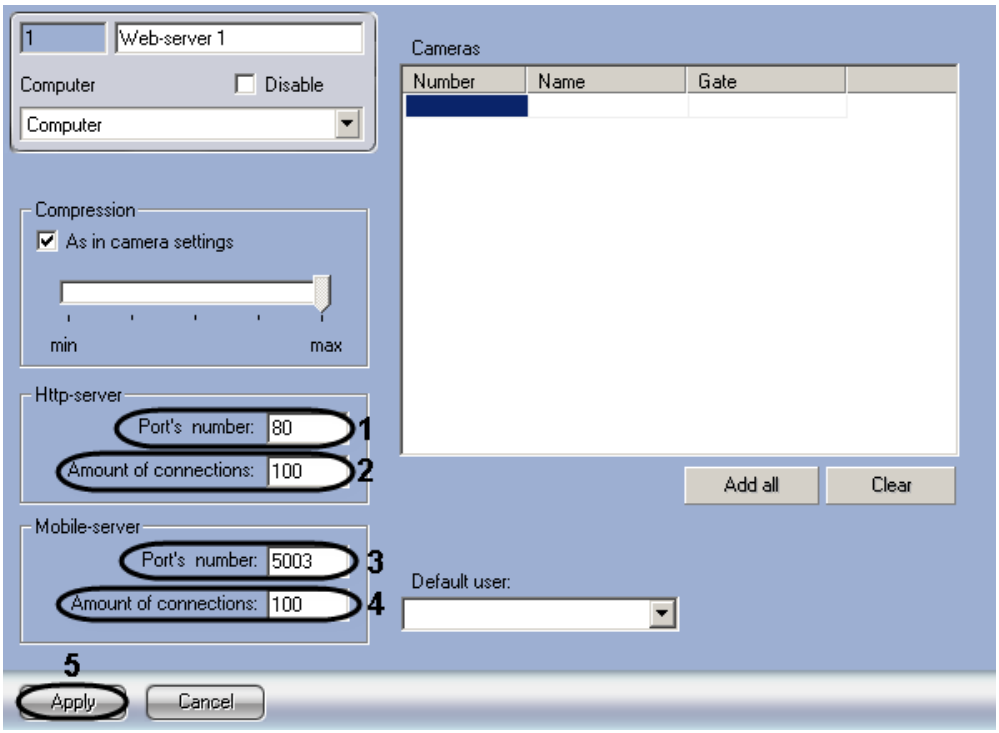

Figure 8.16-5 Setting the parameters of connecting Clients to the Web-server
1. In the “Port’s number” field of the “Http-server” group specify the number of the port to connect to Http-server (Figure 8.16-5, 1).
2. In the “Amount of connections” field of the “Http-server” group specify the maximum permissible simultaneous connections to Web-server via Http protocol (Figure 8.16-5, 2). The less there are connections, the less Server load is. This parameter is selected experimentally.
3. In the “Port’s number” of the “Mobile-server” group specify the port number to connect to the Mobile-server (Figure 8.16-5, 3).
4. In the “Amount of connections” field of the “Mobile-server” group specify the maximum permissible simultaneous connections to Mobile-server (Figure 8.16-5, 4).
5. To save all the changes, click the “Apply” button (Figure 8.16-5, 5).